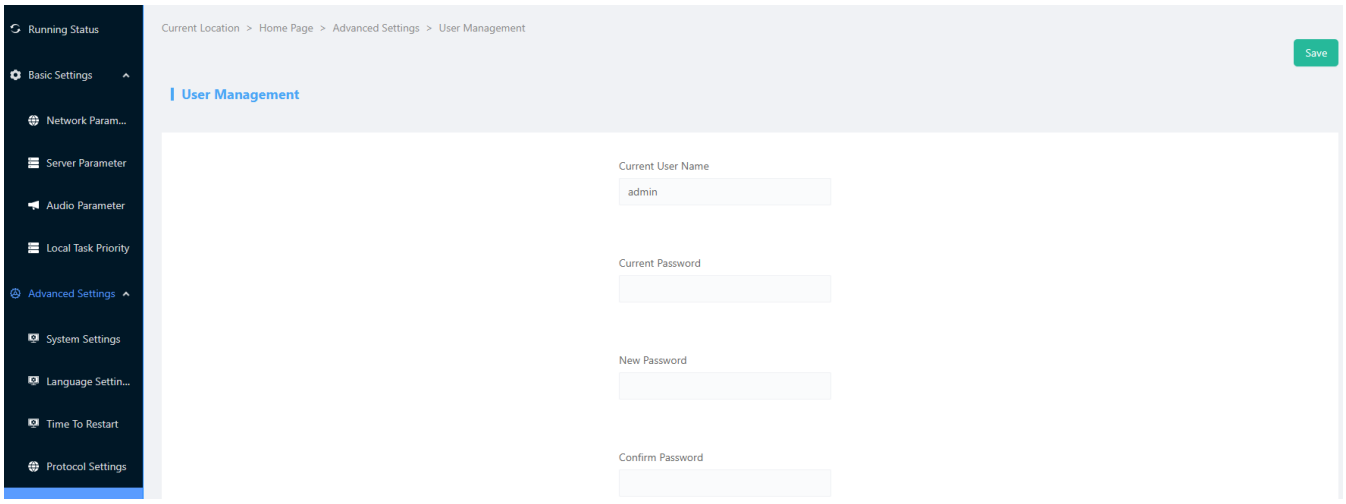

Рисунок 8 – Настройка пользователя
2.5.6.1 Учетная запись пользователя настраивается в меню «Advanced Settings / User Management» (рисунок 8).
2.5.6.1 Для применения всех настроек необходимо нажать кнопку «Save» (см. рисунок 8).